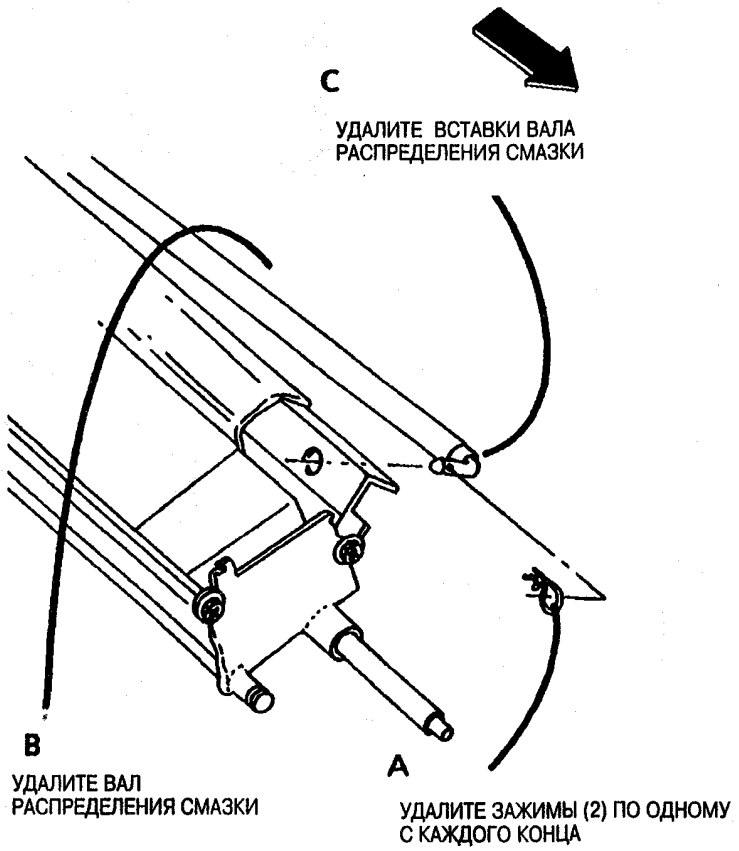

Рис. 1. Удалите вал распределения смазки
4. (Рис. 1): Удалите вал распределения смазки.